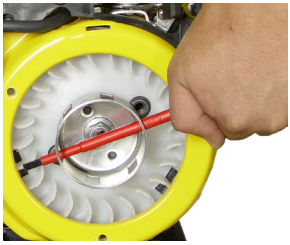

Abbildung 1
- Demontieren Sie die Handstarteinrichtung und blockieren Sie die Mitnehmerglocke der Handstarteinrichtung mit Hilfe des Schraubenziehers (siehe Abbildung 1).